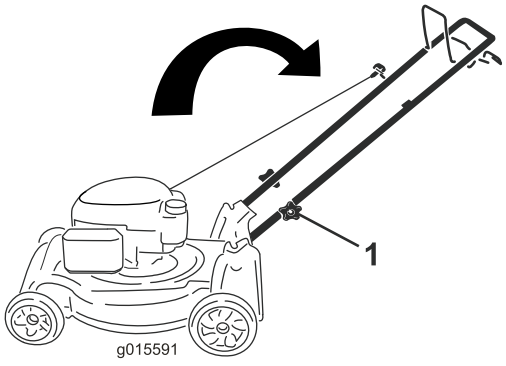

Bild 4
1. Bügelhandrad (2)
2. Schieben Sie den Bügel in die Betriebsstellung (Bild 4).